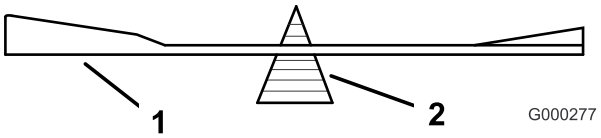
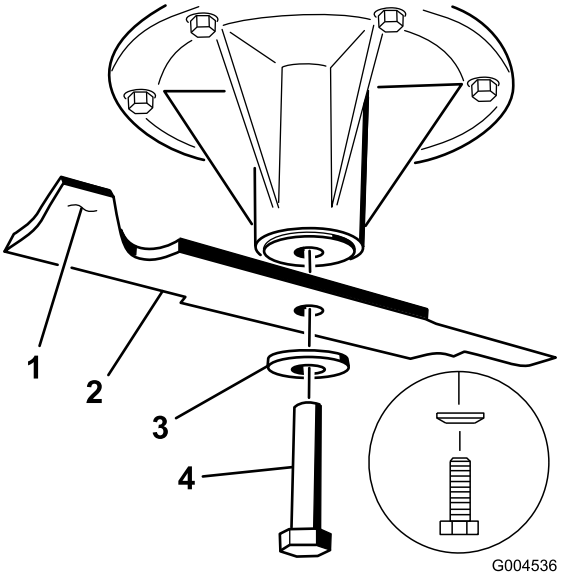

**Figur 90**
**Figur 91**
2. Avlägsna knivskruven, den böjda brickan och kniven från spindelaxeln (Figur 91).
2. Kontrollera knivens balans med en knivbalanserare (Figur 90). Om kniven stannar kvar i ett horisontellt läge är den i balans och kan användas. Om kniven inte är balanserad kan du fila bort lite metall från knivens segeldel (Figur 91). Upprepa proceduren tills kniven är balanserad.
1. Montera kniven på spindelaxeln (Figur 91).
2. Montera den böjda brickan och knivbulten. Den böjda brickans kon måste monteras mot bultens huvud (Figur 91). Dra åt knivskruven till 115–150 Nm.